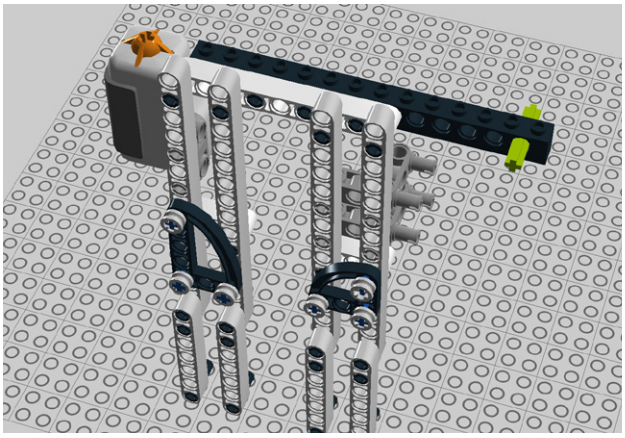

Figure 5-61. *Step 54: Inserting the cross axle*
54. Insert a 3M cross axle as shown in Figure 5-61.